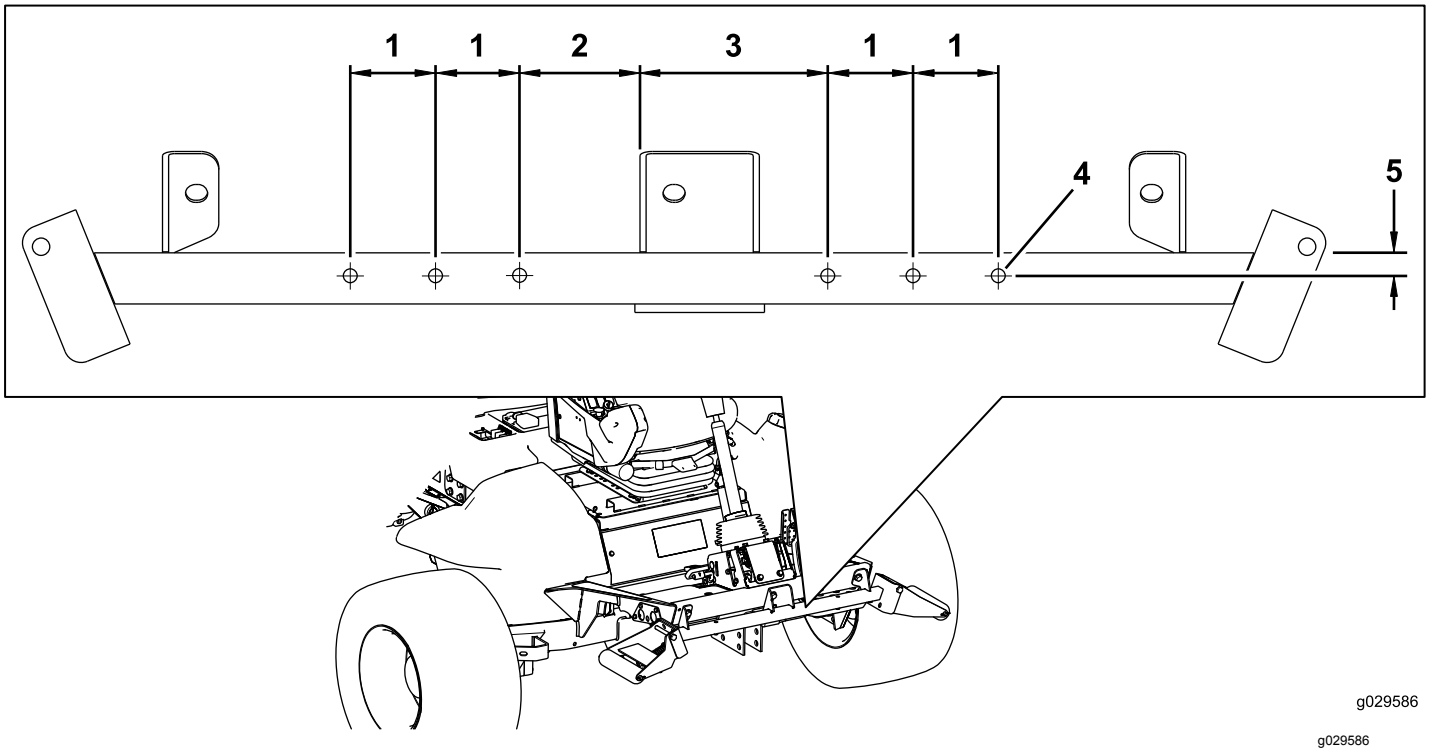

Figure 2
5. En vous aidant des dimensions indiquées à la Figure 2, repérez et percez 6 trous de 1 cm de diamètre dans les deux parois du tube de support de rouleau.